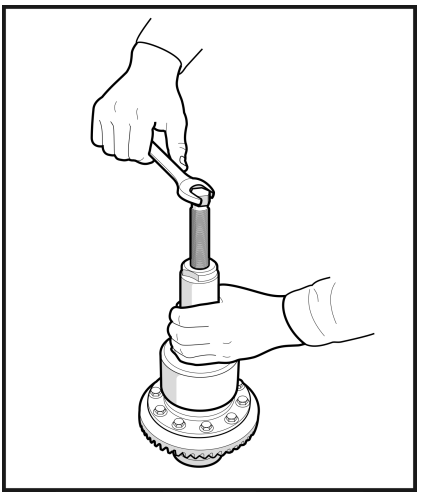

Рис. 11
1.13 Снимите внутренние обоймы подшипников с корпуса дифференциала. (**Рис. 11**)